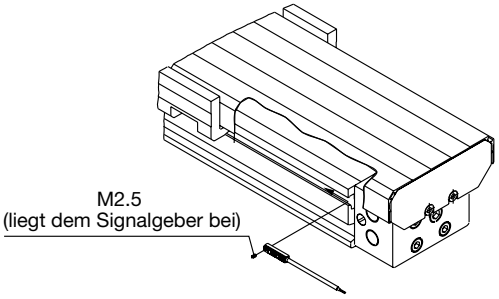

Abbildung 2. Signalgebermontage
1. Schieben Sie den Signalgeber auf der Zylinderseite ein und sichern Sie ihn mit der beiliegenden Schraube. (Siehe Abbildung 2.)